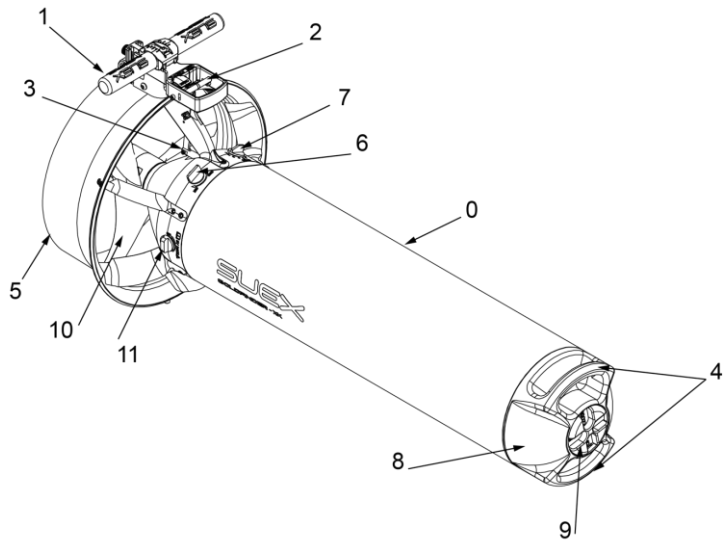

Fig 1 - Descrizione delle parti
Lo Scooter subacqueo Goldfinder XK è costituito da un corpo cavo perfettamente ermetico, dalla forma idrodinamica, (Fig.1), all'interno del quale sono alloggiati il motore elettrico, le batterie ricaricabili ed il riduttore di velocità necessari a muovere un'elica che fornisce allo scooter stesso una spinta propulsiva.
Osservando lo scooter si può riconosce immediatamente la porzione centrale, detta corpo (0), costituita da un elemento tubolare cavo, (Fig.1), all'interno del quale sono alloggiati gli azionamenti e la batteria ricaricabile necessari al suo funzionamento.